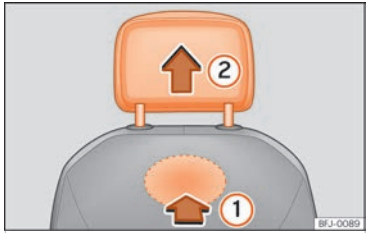

Fig. 77 Reposacaps davanter: desmuntatge.
- Per desbloquejar-lo, busqueu el rebaix situat a la part posterior del respatller per la zona marcada i premeu en el sentit de la fletxa ››› fig. 77 ①.
- Traieu el reposacaps en el sentit de la fletxa ②.